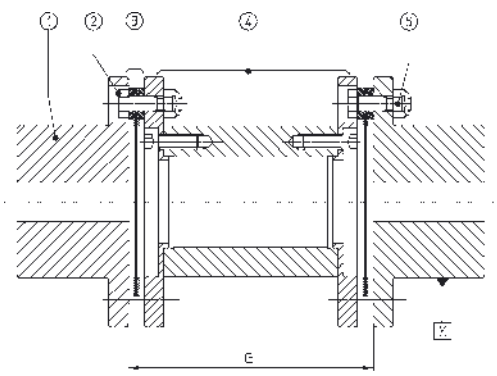

РИС. 1
4.1.2 Установите в необходимое положение машины, которые должны быть соединены, и проверьте расстояние G между втулками (рисунок 1). См. таблицу или утвержденный чертеж, чтобы узнать расстояние G для типа муфты. В случае сомнений проконсультируйтесь с нами.